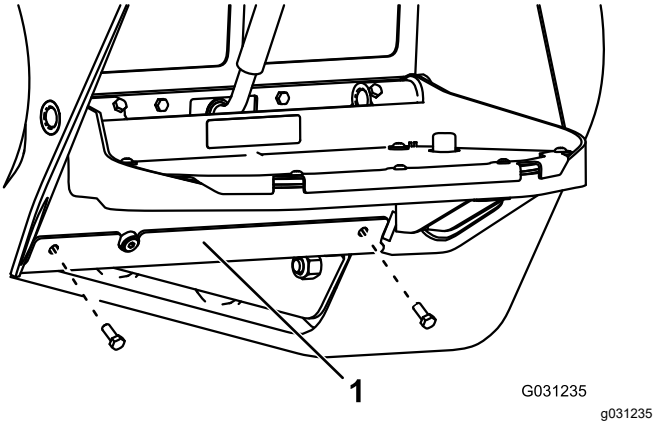

**Figur 75**
4. Lossa bottenplattans två skruvar och ta bort bottenplattan (Figur 75).
8. Montera bottenplattan (Figur 75).